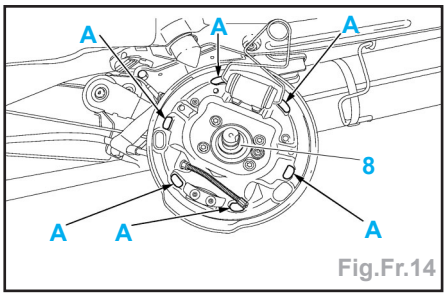

Fig.Fr.14
- Remplacer systématiquement le joint (8) (Fig.Fr.14).
- les surfaces (A) avec une graisse type **LUBRITHERM G200**,